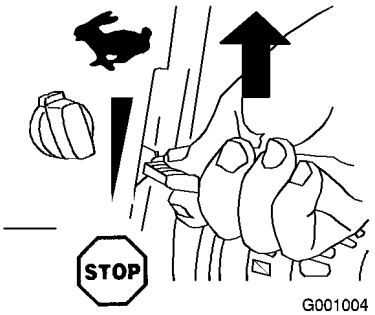

Figur 25
2. Sett gassen til Hurtig-stilling (Figur 25).